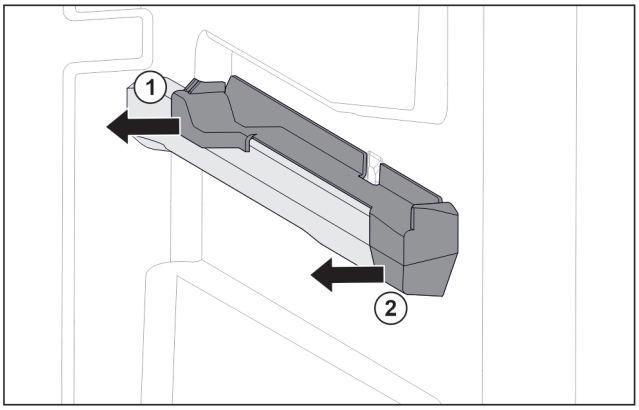

Fig. 131 Attachment on the right moulded rib
- ▶ Pull off attachment at the back sideways. *Fig. 131 (1)*
- ▶ Pull off attachment at the front sideways. *Fig. 131 (2)*